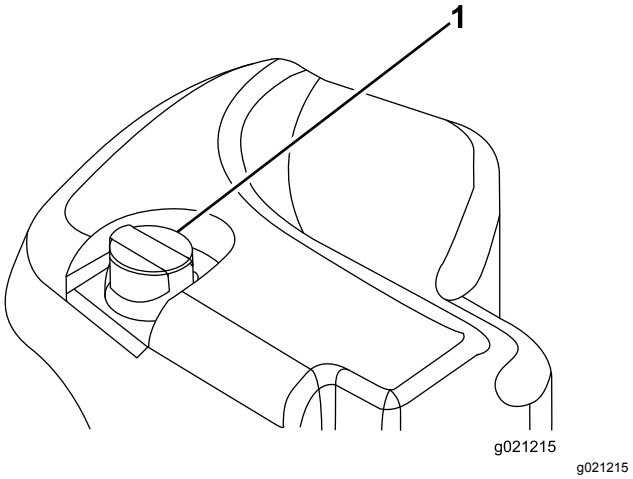

Figur 31
2. Rengjør rundt påfyllingshalsen og lokket på tanken for hydraulisk olje (Figur 31). Ta lokket av påfyllingshalsen.